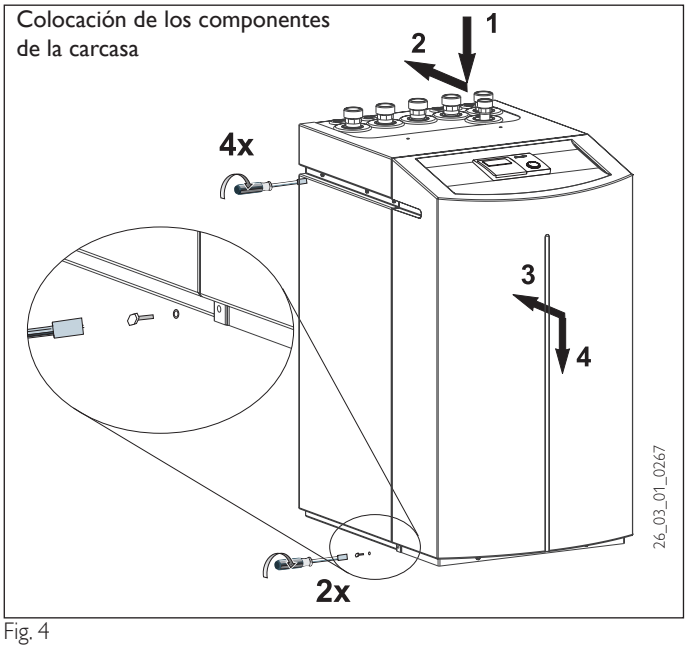

Fig. 4
- Al instalar la cubierta delantera, ésta deberá atornillarse a las paredes laterales como se muestra en la fig. 4 (los tornillos y discos dentados vienen incluidos en el embalaje adjunto).